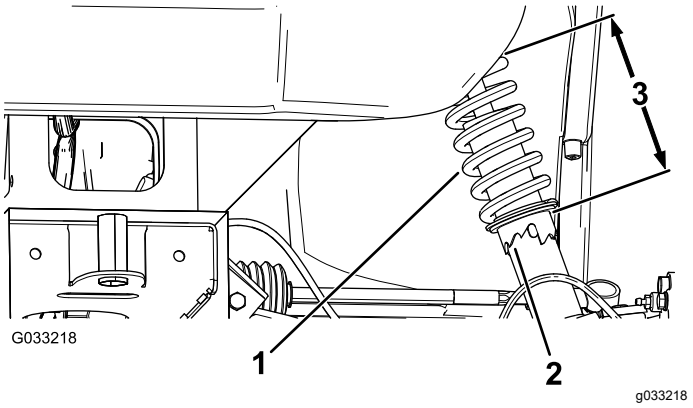

**Figur 55**
2. Hvis hjulets cambervinkling ikke er riktig, roteres kragen på støtdemperen med en skiftenøkkel til hjulet er justert (Figur 55).